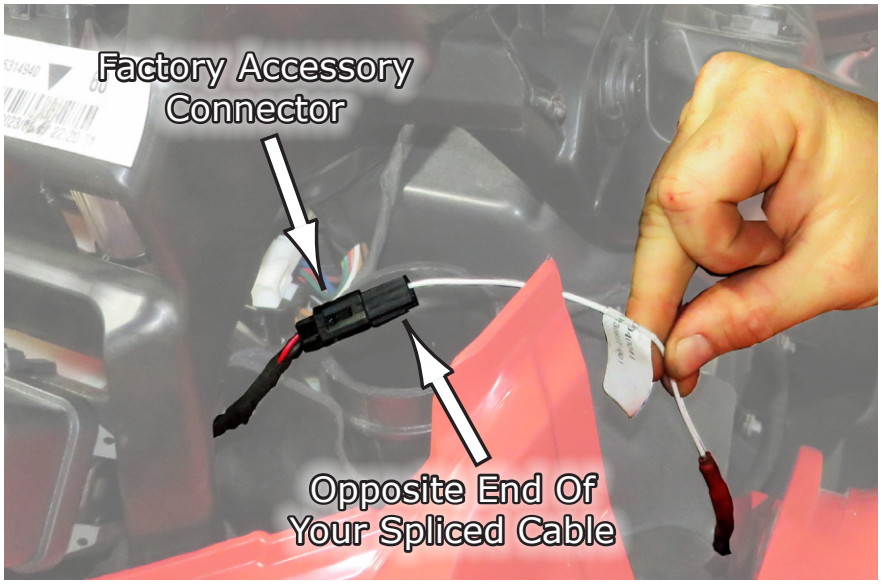

**Fig.19**
**19**. Then take the opposite end of the spliced cable and run it across to the front left side and plug it into the Factory Accessory connector that will be loose in the front area as shown in **Fig.19**.